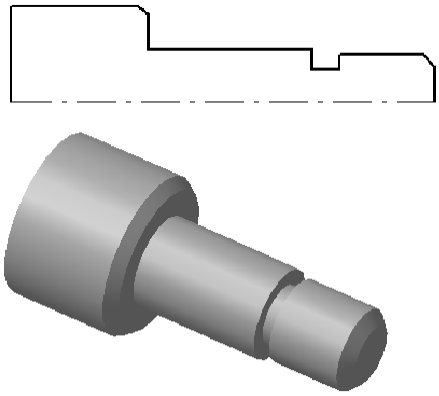

Рисунок 3 – Операция вращения
- операция вращения (вращение контура вокруг оси (ось выполняется с типом линии **Осевая**), лежащей в плоскости контура), рисунок 3;